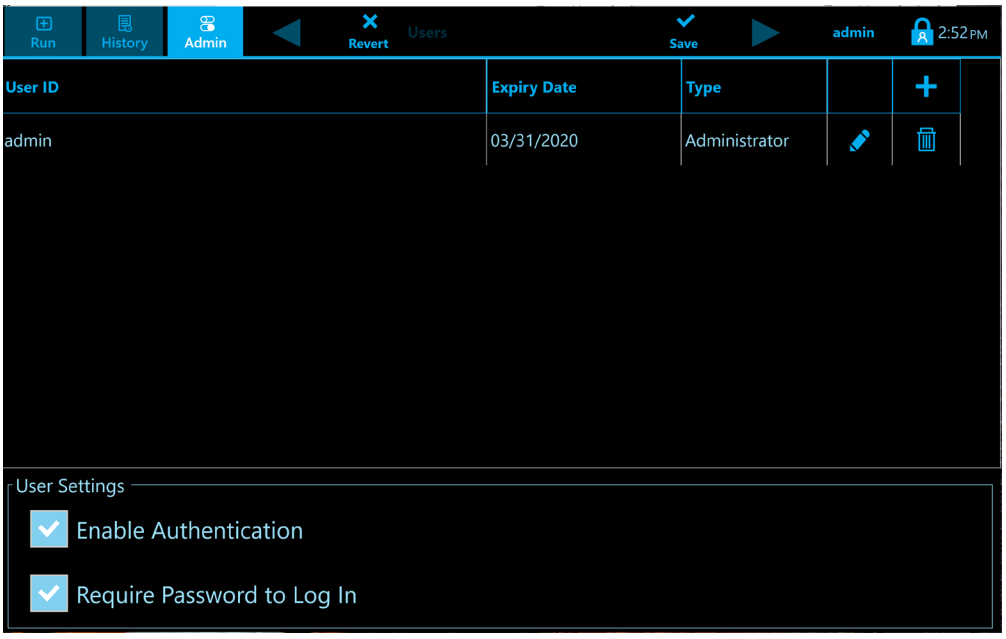

Figure 53. User Configuration Screen
1. To add a user, select the "+" icon (Figure 53).